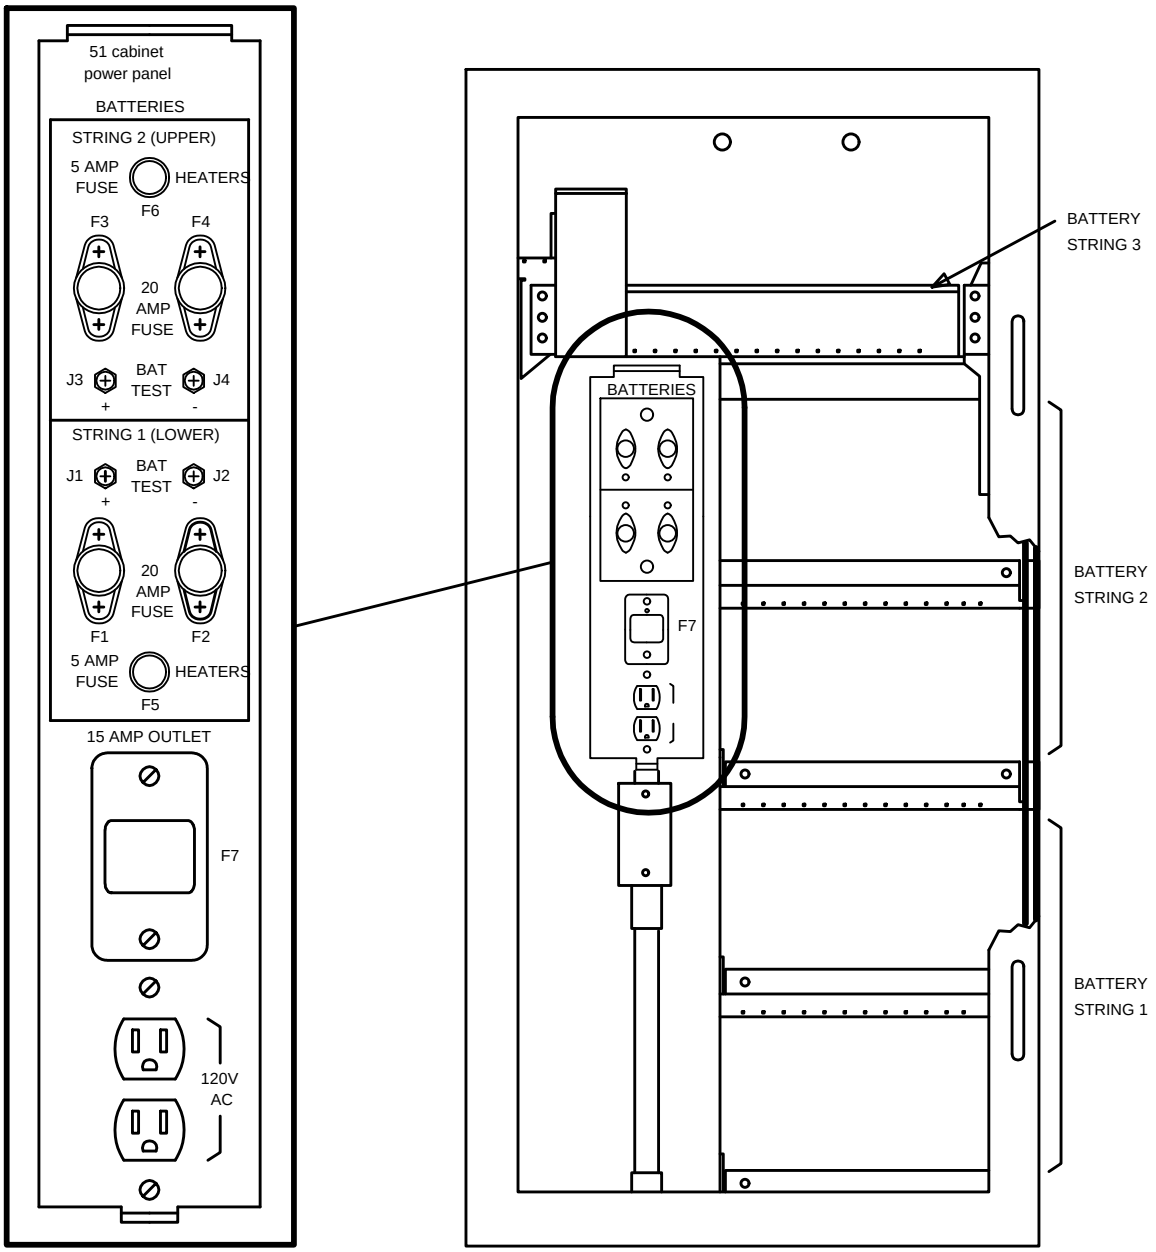

**Figure 1 – Battery Section of 51A Cabinet Showing Power Panel**
5. In battery section of cabinet at power panel (Figure 1), refer to Table A and remove the fuses associated with battery string 2 (either **F1**, **F2**, and **F6** or **F3**, **F4**, and **F6**).